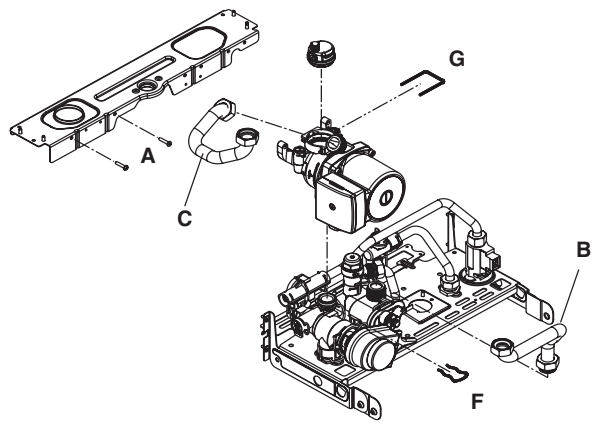

Fig. 15
6.5 PUMP ASSEMBLY fig. 15
- refer to fig. 15, disconnect and remove items A, B & C
6.7 AUTOMATIC AIR RELEASE VALVE fig. 15 (AAV)